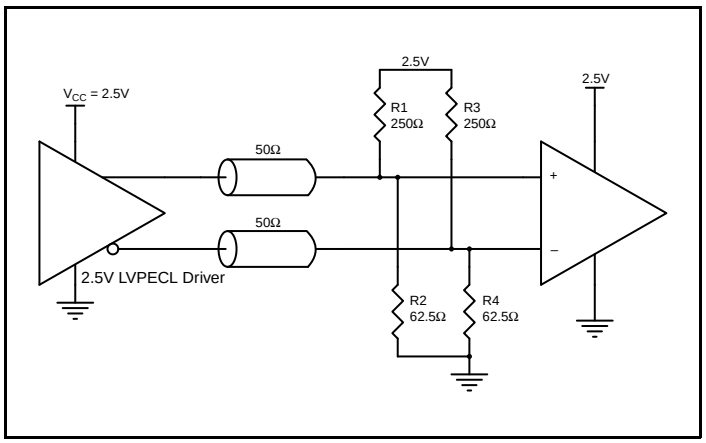
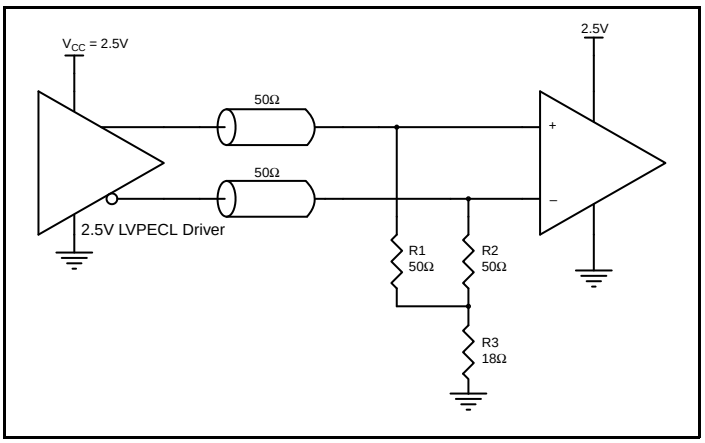
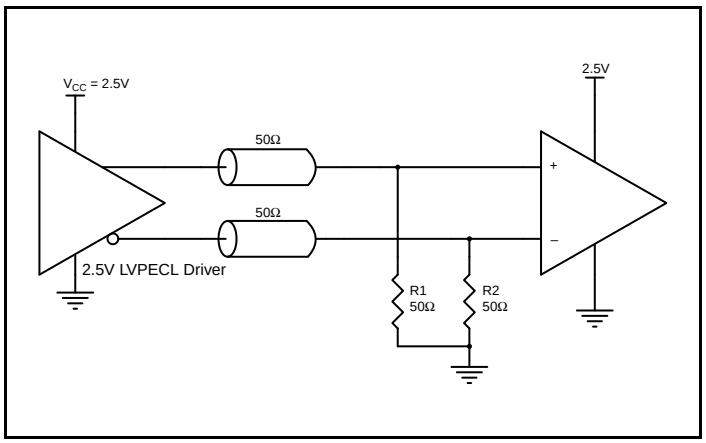

**Figure 4A. 2.5V LVPECL Driver Termination Example**
**Figure 4B. 2.5V LVPECL Driver Termination Example**
**Figure 4C. 2.5V LVPECL Driver Termination Example**
*Figure 4A* and *Figure 5B* show examples of termination for 2.5V LVPECL driver. These terminations are equivalent to terminating 50Ω to $V_{CC}$ – 2V. For $V_{CC}$= 2.5V, the $V_{CC}$– 2V is very close to ground level. The R3 in Figure 4B can be eliminated and the termination is shown in *Figure 4C.*